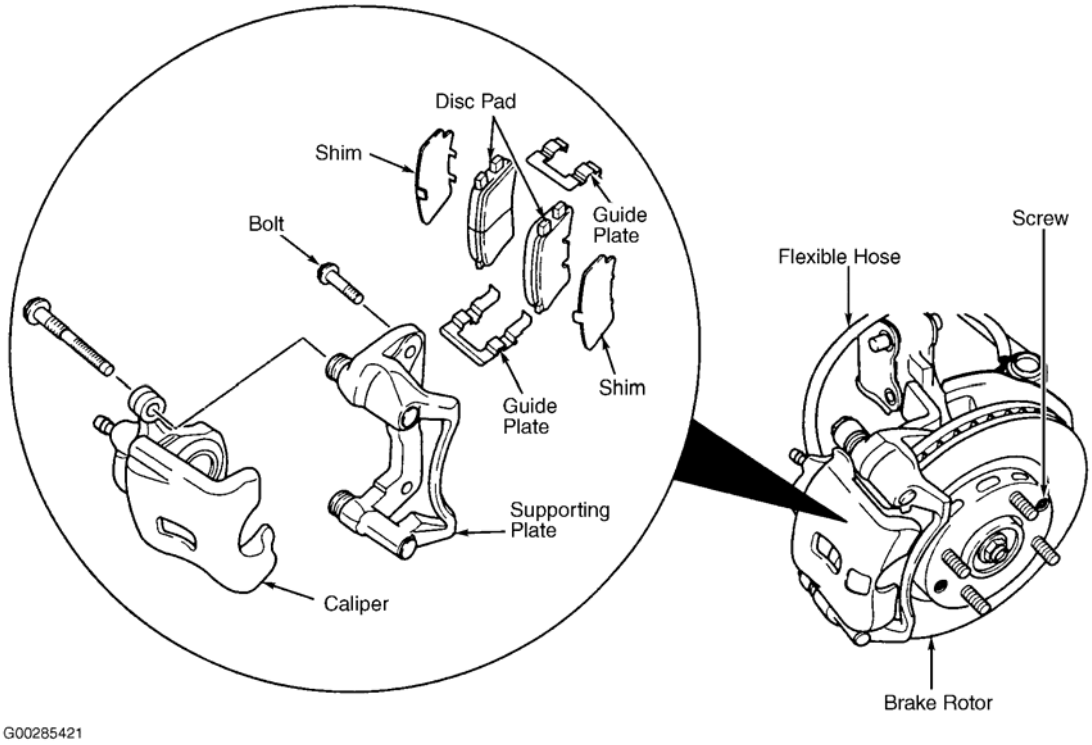

Fig. 7: Vista esquemática de los componentes del freno de disco delanteros
1. Levantar y vehículo de apoyo. Eliminar conjunto de rueda y neumático. Retire 2 tornillos y quitar la pinza. Ver **Fig. 7** . Retirar las pastillas de freno y la placa de guía. Medir el espesor de la guarnición del cojín disco y comparar con la especificación. Ver **ESPECIFICACIONES DE FRENO DE DISCO** . Cambia las pastillas si forro espesor es inferior a la especificación.